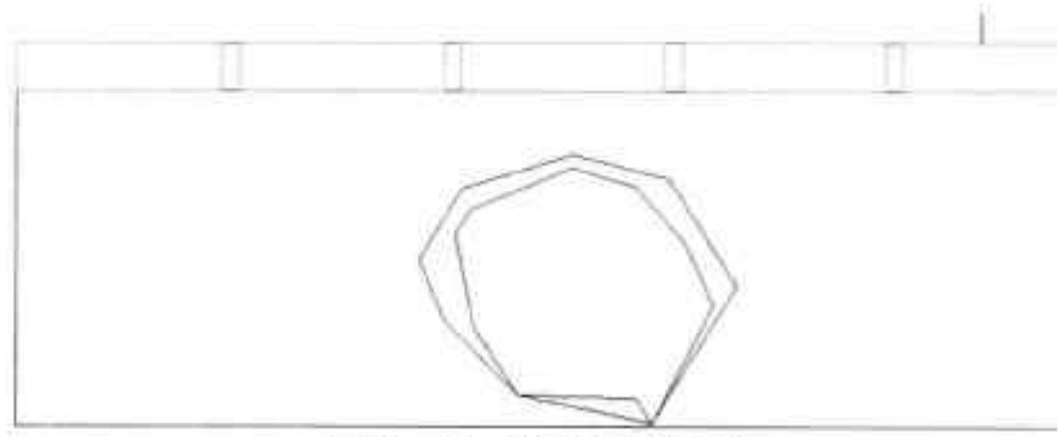

图20-88 绘制石块造型
Step 08 执行“多段线”命令，绘制出石块造型，如图 20-88 所示。